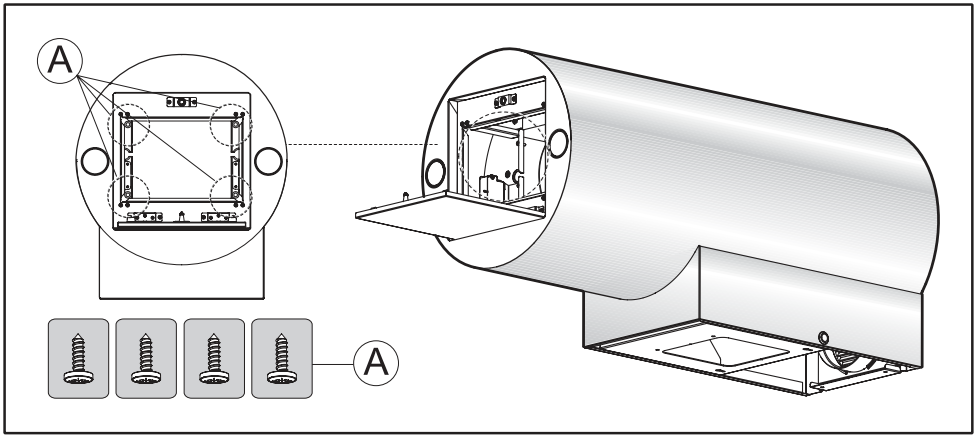

Fig.3
- Retirez les quatre vis A comme illustré **(Fig. 3)**.